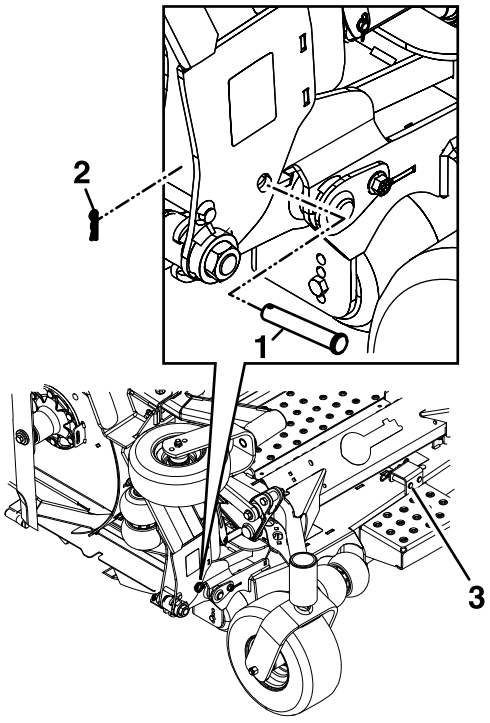

Figure 12
1. Remove the clevis pin and hairpin that secures each wing in the up position. Place them in the storage location shown in Figure 12.